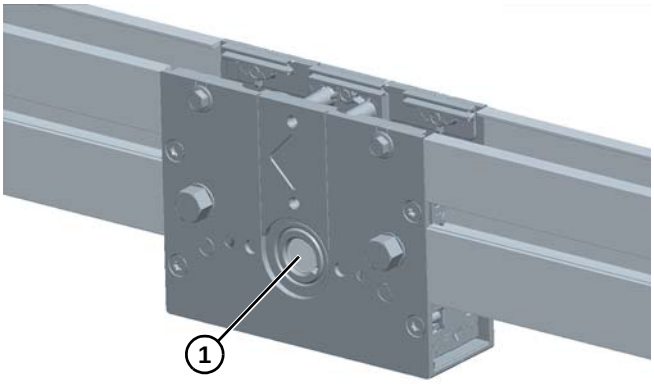

Figure 36
9. Using a punch and hammer, carefully tap the shaft **(Figure 36, item 1)** out of the mid drive assembly.